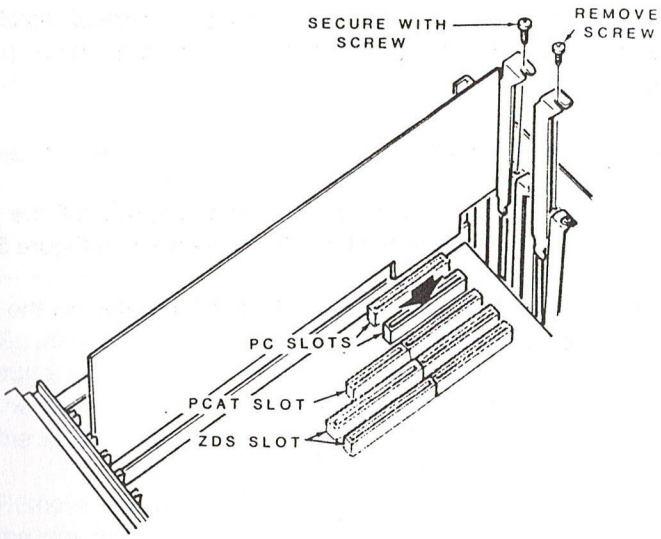

Figure 5-3. Installing a Circuit Card
Refer to Figure 5-3 for the following procedure:
3. Use the information from Table 5-1 to select the appropriate slot to install your new card and remove and save the screw that secures the blank panel, or the card you are replacing, in that slot. Figure 5-3 shows the location of this screw.